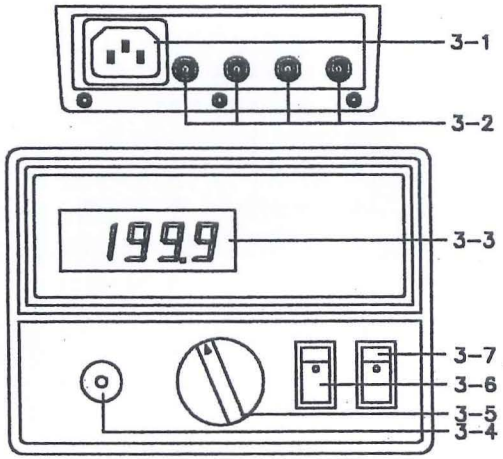

Fig. 1
2) a. Engae the " Power On/Off Switch (3−7, Fig. 1) to the " On " position (" 1 " position).
b. Rotate the " Range Rotary Switch " (3−5, Fig. 1) to the convenient & right range 200 m ohm, 2000 m ohm, 20 ohm, 200 ohm, 2000 ohm.
c. Engage the " 200 m ohm/2000 m ohm, 20 ohm, 200 ohm, 2000 ohm Select Switch " (3−6, Fig. 1) to the " 200 ohm " position for the 200 m ohm range measurement.
d. Engage the " 200 m ohm/2000 m ohm, 20 ohm, 200 ohm, 2000 ohm Select Switch " (3−6, Fig. 1) to the " 2000 m ohm, 20 ohm, 200 ohm, 2000 ohm " position except the 200 m ohm range measurement.
b. Rotate the " Zero Adjust Knob " (3−4, Fig. 1) until the display reading values show the zero values.